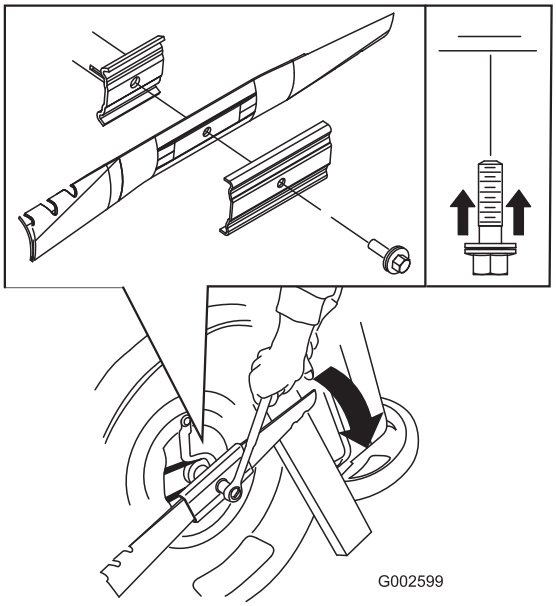

Bild 28
5. Installieren Sie ein neues Messer (drehen Sie die Messerschraube nach rechts) und alle Befestigungen (Bild 28).